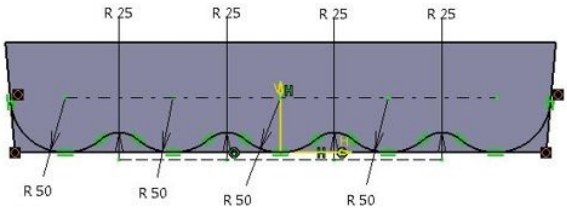

Figure 8-89 *The sketch for creating the pocket feature*
c. Create a pocket feature to create the shape of the lower portion of the model, refer to Figures 8-89 and 8-90.
1. Draw a sketch on the yz plane, as shown in Figure 8-89, and then exit the **Sketcher** workbench.